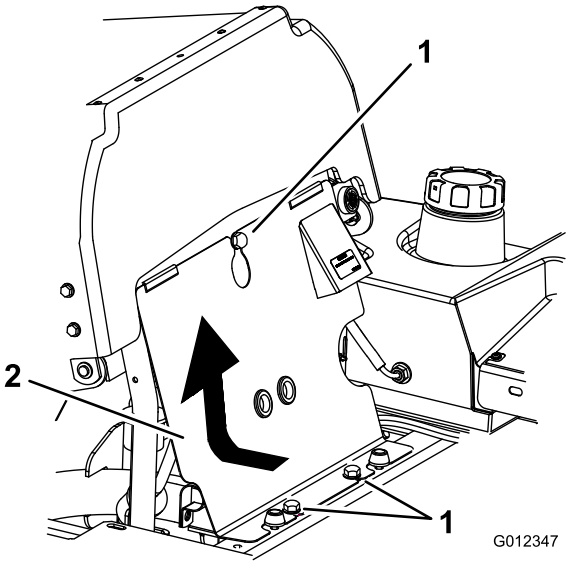

Rysunek 69
3. Pochyl fotel do przodu, odkręć śruby i zdejmij przedni panel silnika (Rysunek 69).